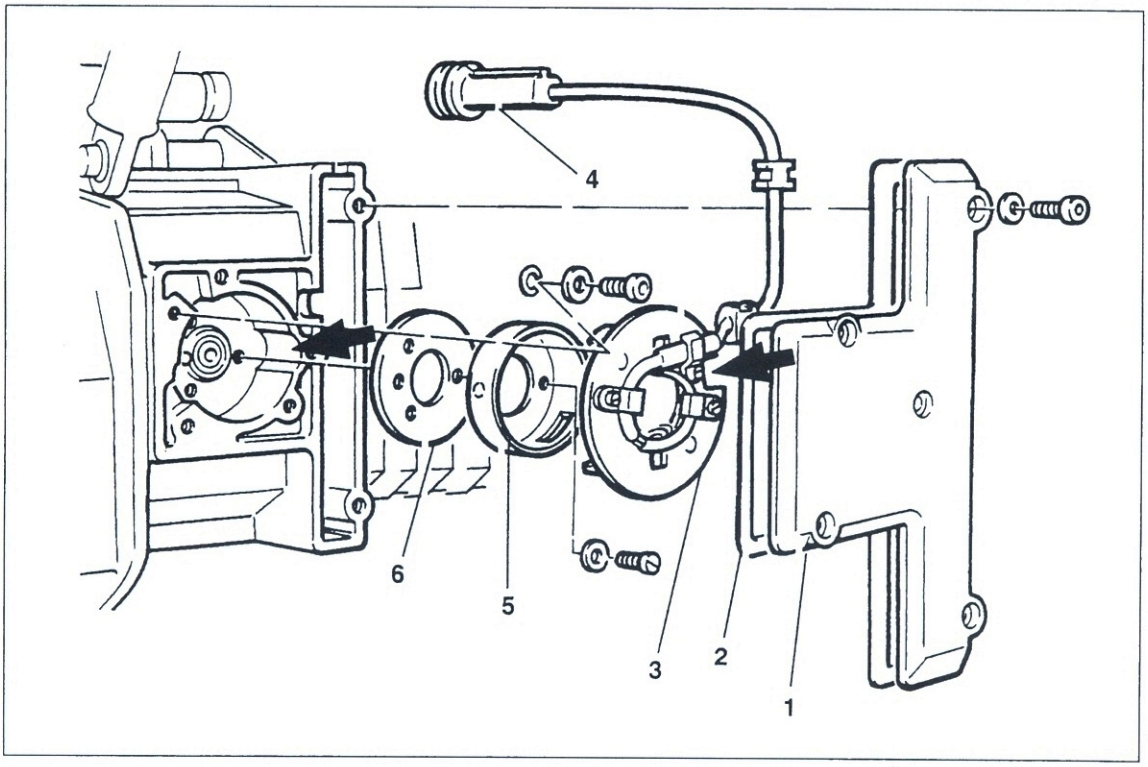

Bild 76
- Zündungsstecker ④ Bild 76 trennen und Kabel freilegen.
- Befestigungsschrauben der Grundplatte ③ Bild 76 ausdrehen und Platte mit Leitung abnehmen.
● Deckel ① Bild 76 abnehmen.
● Einstellscheibe für OT (oberer Totpunkt) und Rotor auf Kurbelstumpf auflegen und Befestigungsschrauben festziehen (Bild 76).